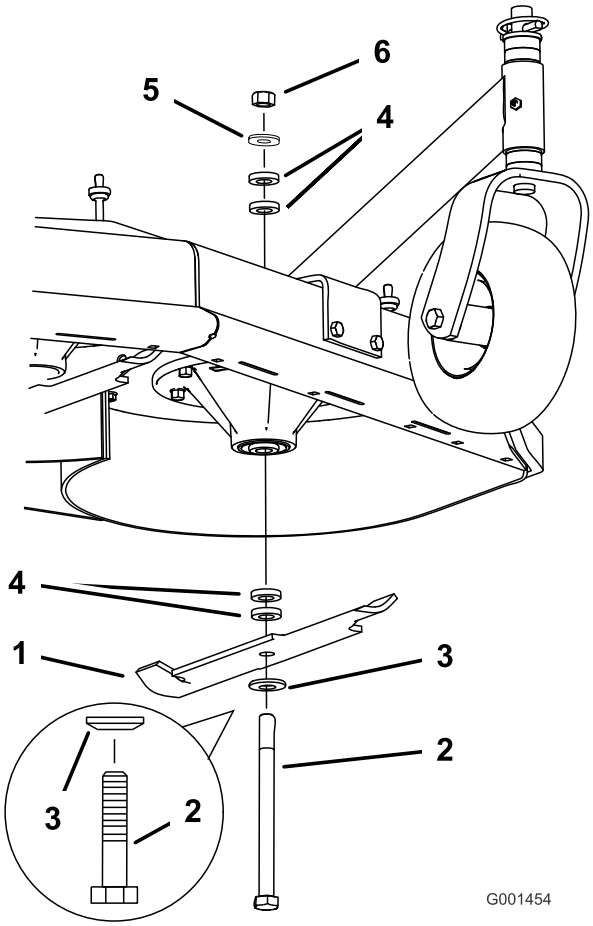

Figura 55
2. Retire a porca, o parafuso da lâmina, a anilha curva, a lâmina, os espaçadores e a anilha fina do eixo (Figura 55).
1. Instale o parafuso, a anilha curva e a lâmina. Selecione o número adequado de espaçadores para a altura de corte e faça deslizar o parafuso para o eixo (Figura 55).
2. Coloque o(s) espaçador(es) adicional(is) e prenda-os com uma anilha fina e uma porca (Figura 55).